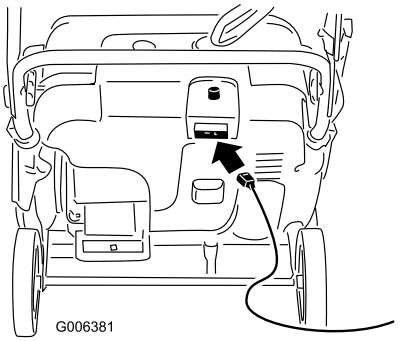
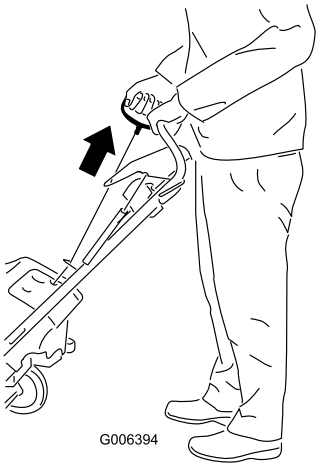

Figur 14
Figur 15
4. Forbind en forlængerledning til en strømkilde og sneslyngen, og tryk på elektrisk start-knappen (kun model 38571) (Figur 14), eller træk tilbageslagsstarthåndtag (Figur 15).